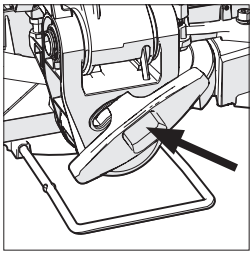

Rys. 22
- poluzować dźwignię blokady skosu **(Rys. 22)**.